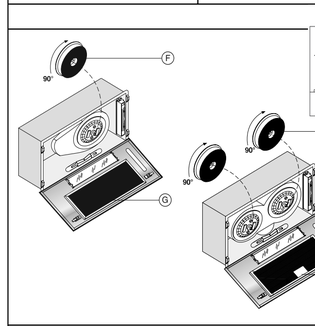

Fig.3
Per effettuare questa trasformazione occorrono delle parti speciali (kit di sistema aspirante), richiedere al fornitore una serie di filtri al carbone attivo (Fl) fig. 3. I filtri al carbone devono per depurare l' aria che entra nel rimessa nell' ambiente. I filtri non sono lavabili o rigenerabili e devono essere sostituiti ogni 4 mesi al massimo. Un saturazione del carbone attivo dipende dall' uso più o meno prolungato della cappa, dal tipo di cucina e dalla regolarità con cui viene effettuata la pulizia dei filtro grassi. I filtro deve essere applicato al gruppo aspirante posto all' interno della cappa centrandolo ad esso e ruotandolo di 90 gradi fino allo scatto d' arresto fig.3 Per questa operazione rimuovere la griglia (G) fig.3. L' aria viene rimessa nell' ambiente filtrata e non più attraverso passaire attraverso il pensile e collegato al anello di raccordo fornito (B) fig.1 e 2.
Pour effectuer cette transformation il faut disposer même après l'achat de la hotte avec le système aspirant), commander à votre fournisseur une série de filtres au charbon actif (Fl) fig. 3. Les filtres au charbon actif servent pour épurer l'air, qui sera remis dans le milieu. Les filtres, ne pouvant pas être lavés ou recharges, doivent être remplacés au maximum tous les 4 mois. La saturation du charbon actif dépend de l'emploi plus ou moins long de la hotte, selon le type de cuisine et la régularité du nettoyage du filtre à graisse. Le filtre charbon doit être appliqué au groupe aspirant, qui est à l'intérieur de la hotte en le centrant et en le tournant de 90degrés jusqu'au déclenchement d'arrêt fig. 3. Pour cette opération, soulever la grille (G) fig. 3. L'air est remis dans la pièce et non plus à travers passaire mediant un tube de acquisition que sera à travers l'élément haut et relié à la bague de raccord fournie (B) fig. 1 et 2.